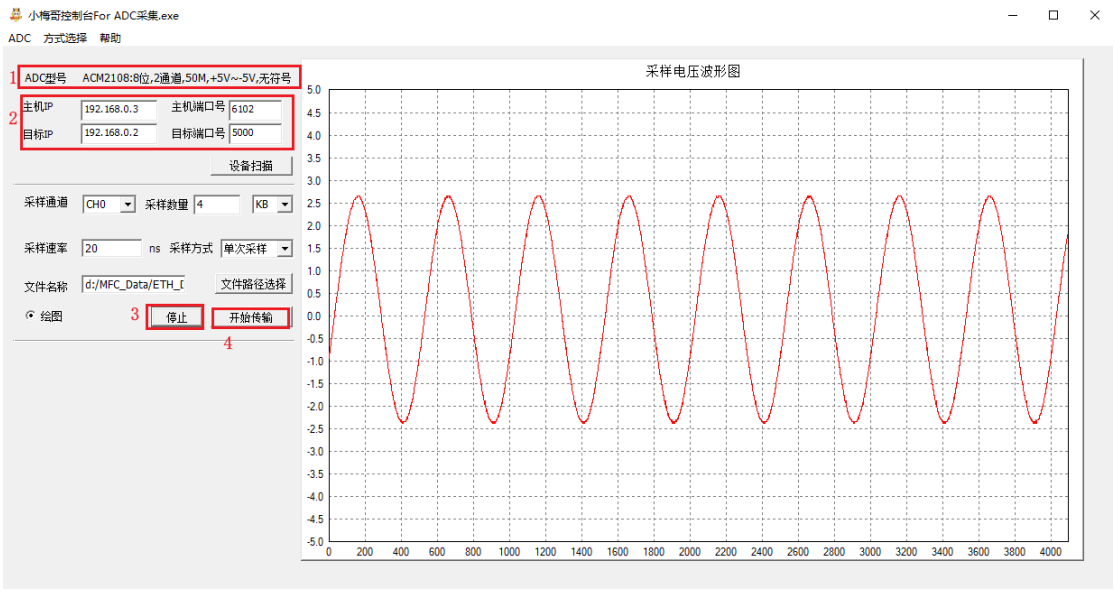

图 1-37 数据采集上位机显示图
5. 点击开始传输之后，可以看到在右边采样电压波形图界面可以直观看到波形图，如下图 1-37 所示。需要注意的是波形图的横坐标对应的不是频率，而是采样数量。